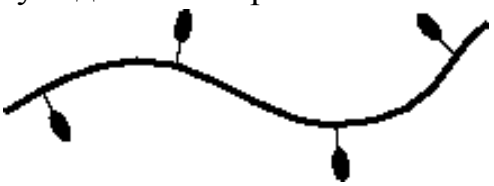

Рис. 9.1.
2. Сплайновые кривые. Термин «сплайн» происходит от английского слова spline. Так называется гибкая полоска стали, при помощи которой чертежники проводили через заданные точки плавные кривые. Раньше подобный способ построения плавных обводов различных тел, таких как, например, корпус корабля, кузов автомобиля был довольно широко распространен в практике машиностроения. Сплайном называли и разметочную веревку, кривизна которой регулировалась подвешенными грузиками (рис. 9.1). В результате форма тела задавалась при помощи набора очень точно изготовленных сечений – плазов. Появление компьютеров позволило перейти от этого механического метода к более эффективному математическому способу задания поверхности обтекаемого тела.